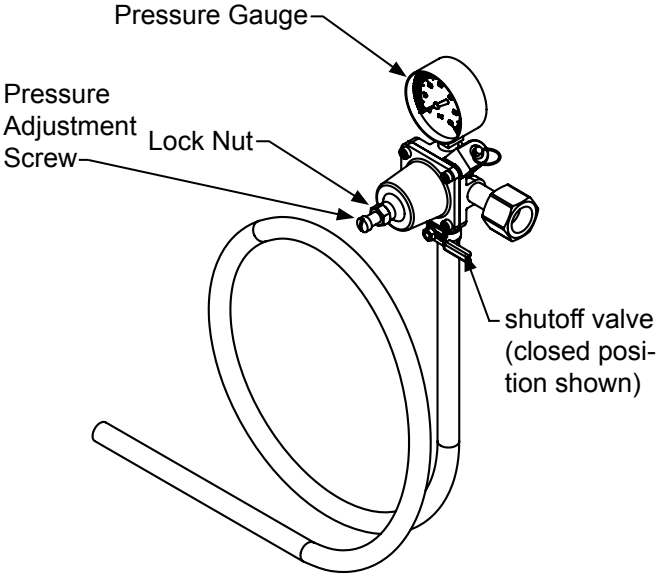
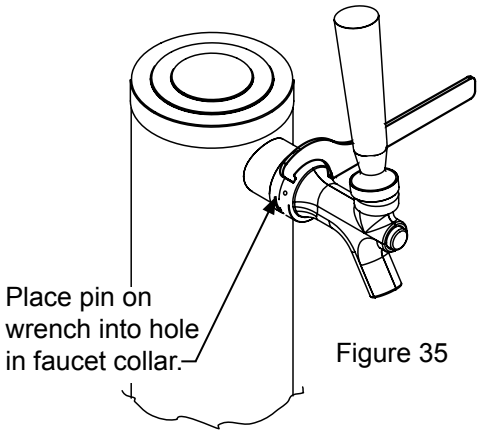

Figure 29 (Regulator for Single Dispense Tower)
Figure 35
2. Be sure the faucet handle is closed on the tower (see Figure 29).
Turn off the gas supply with the shutoff valve(s) under the regulator (see Figure 29 or 30) and open the faucet to relieve the pressure. To remove the faucet from the tower use the spanner wrench provided. Place the pin on the wrench into the hole on the faucet collar and turn clockwise ↷ to remove the faucet. (See Figure 35).